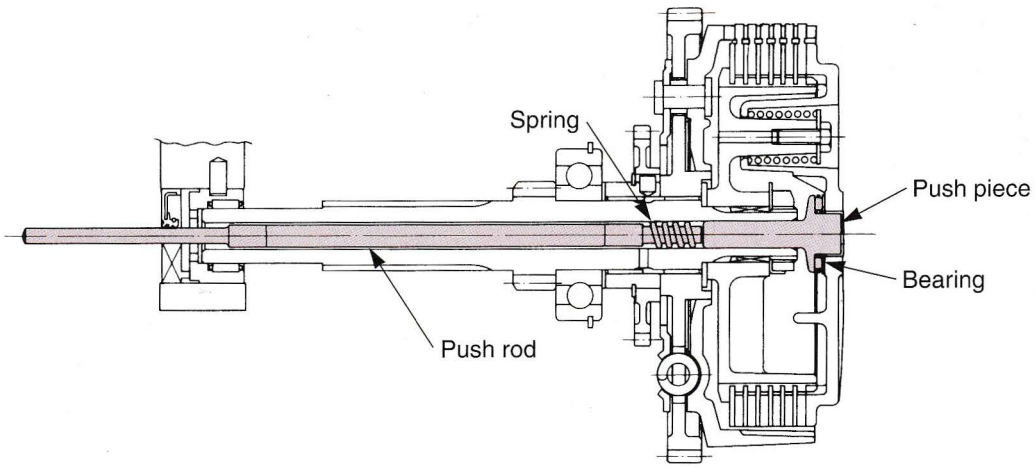

Figure 21-12. Clutch push rod and related components must be installed in their proper positions. (American Suzuki Motor Corporation)
12. Install clutch push rod and other related parts correctly, **Figure 21-12.**